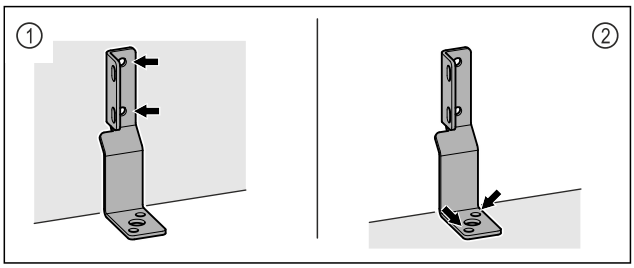

Fig. 45
- ▶ Fixați vinclul pe perete *Fig. 45 (1)* sau podea *Fig. 45 (2)*.